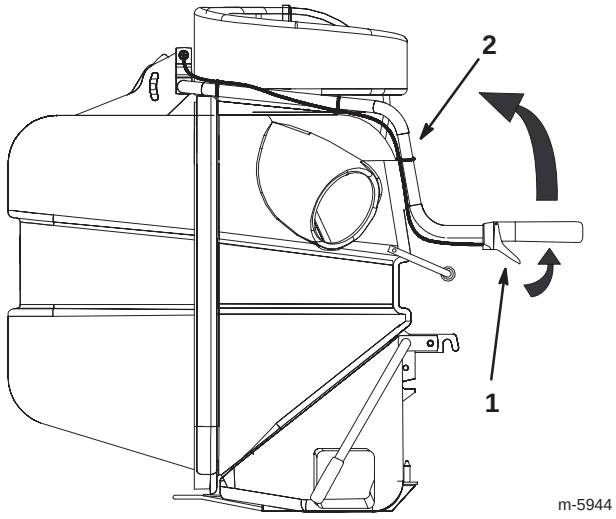

Bild 18
3. Drücken Sie den Kollektorhebel am Kollektorarm (Bild 18).
4. Heben Sie den Kollektorarm in die höchste Stellung an und lassen Sie den Kollektorhebel los (Bild 18). Der Sperrstift rastet in ein Loch in der höchsten Stellung ein.
5. Ziehen Sie den Kollektorarm nach unten, um das Heck des Kollektors anzuheben (Bild 18).
6. Schließen Sie die Hinterseite des Kollektors und drücken Sie den Kollektorhebel (Bild 18).
7. Senken Sie den Kollektorarm in die Betriebsstellung ab (Bild 18).